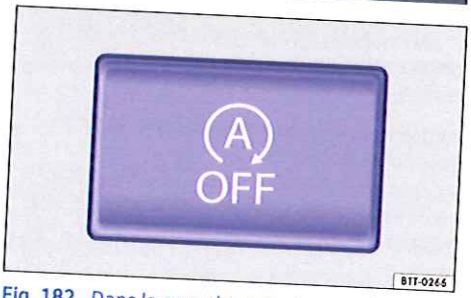

Fig. 182 Dans la console centrale : touche du dispositif start/stop de mise en veille.
- Appuyez sur la touche dans la console centrale → fig. 182.